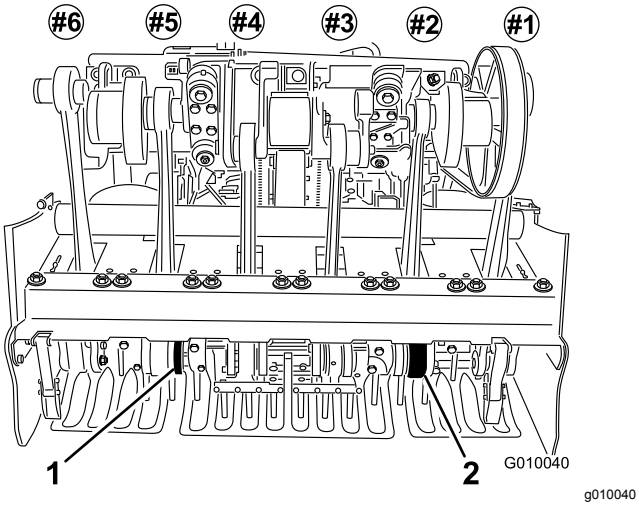

Figur 26
6. Installer pipene på pipeholderne nr. 2 og nr. 5 (Figur 26). Stram til boltene.